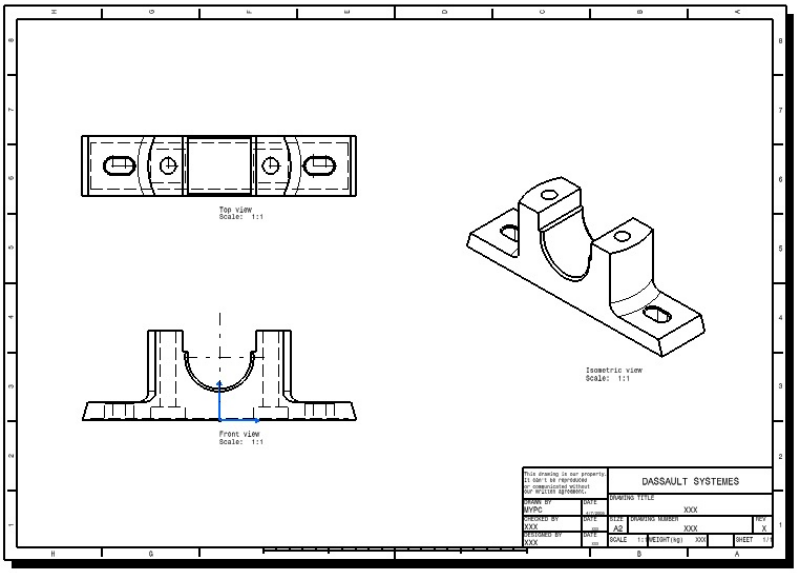

Figure 14-34 *Drawing sheet after modifying the display*
h. Generate the dimensions, refer to Figures 14-34 and 14-35.
6. Clear the **Display View Frame** check box from the **Visualization and Behavior** area and then choose the **OK** button from the **Properties** dialog box. The drawing sheet after modifying the display is shown in Figure 14-34. Alternatively, you can turn off the display of the view frame by deactivating the **Display View Frame as Specified for Each View** button from the **Visualization** toolbar.